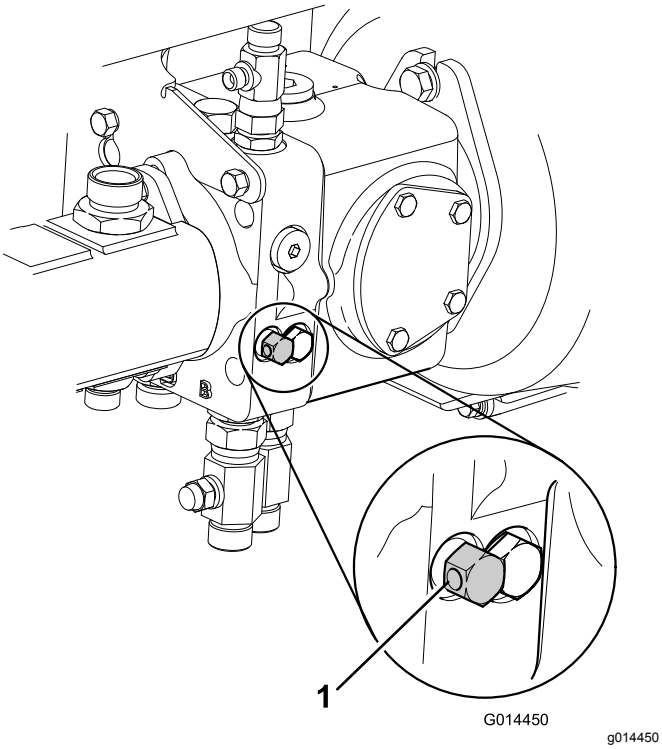

Figur 37
7. Afbryd det hydrauliske driftsbremsningssystem ved at dreje omløbsventilen, der sidder under transmissionspumpen, maks. tre omdrejninger mod uret (Figur 37).